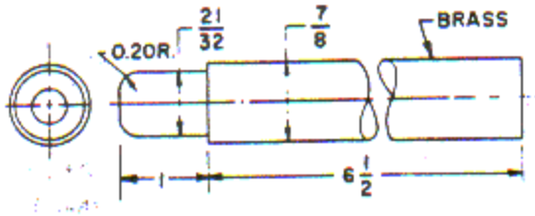

Figure 4-14. Piston Pin Plug Removing Tool
f. Remove the piston pin plug. Loose fit piston pin plugs may be removed using a suitable fiber drift inserted through the piston pin bore. Tight fit piston pin plugs may be removed using a tool locally fabricated of brass as shown in figure 4-14. Hold the piston so that it is firmly centered in relation to the articulated rod, and using the tool as a drift, remove the piston pin plug.
In the event it is not necessary to use puller to remove the piston pin, the plug may be disassembled from the pin using an arbor press and the tool shown in figure 4-14. Use the shoulder on the neck to support the pin.